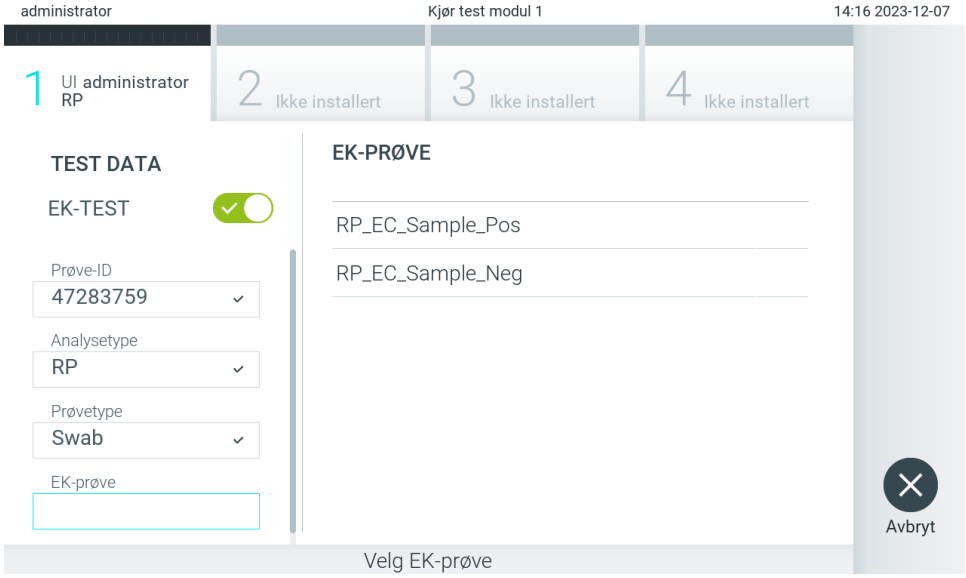

Figur 95. Velge EC-prøve.
6. Velg riktig EC-prøve fra listen. Kun EC-prøver for den valgte analysetypen vises (figur 95).